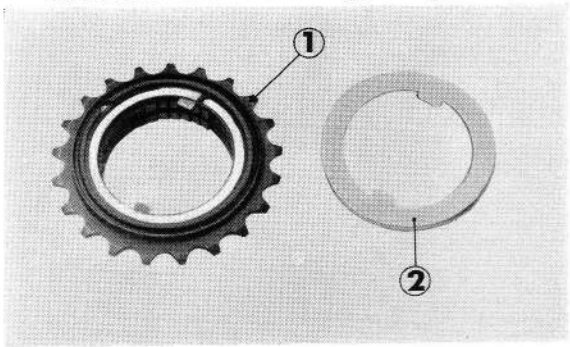

**Figure 4-16 : ① pignon de roue libre ② rondelle d'appui C de 50 mm**
2. Déposer le circlip de 50 mm, démonter le pignon de roue libre et les rondelles d'appui de 50 mm A et C (figure 4-16).